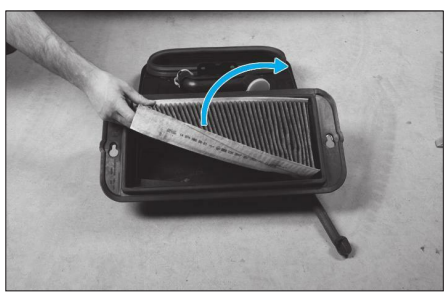

**Fig. 2**
• Extraire le filtre à air d'habitacle de son boîtier **(Fig.2)**.